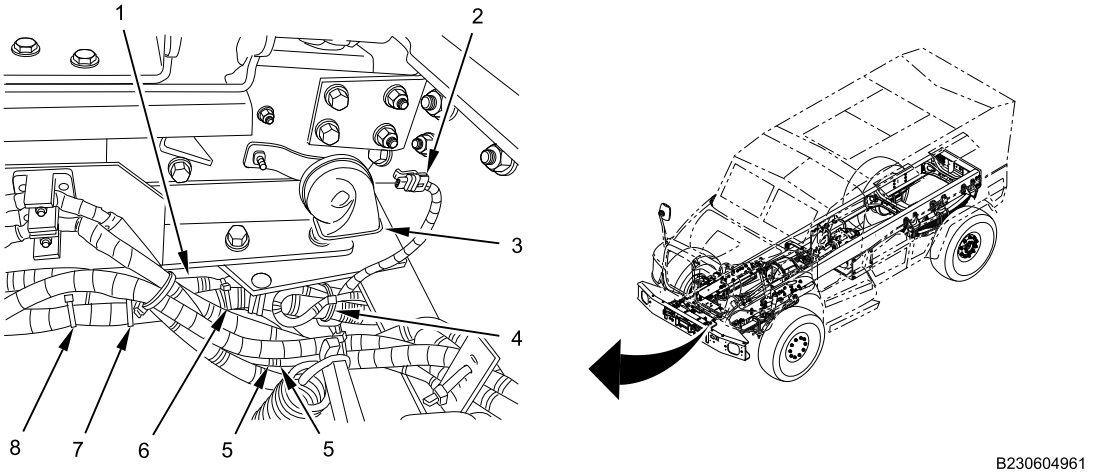

Figure 20. Left Horn.
12. Connect connector (Figure 20, Item 2) to left horn (Figure 20, Item 3).
13. Install six new cable lock straps (Figure 20, Item 4, 5, 6, 7 and 8) fastening forward chassis harness (Figure 20, Item 1) together.